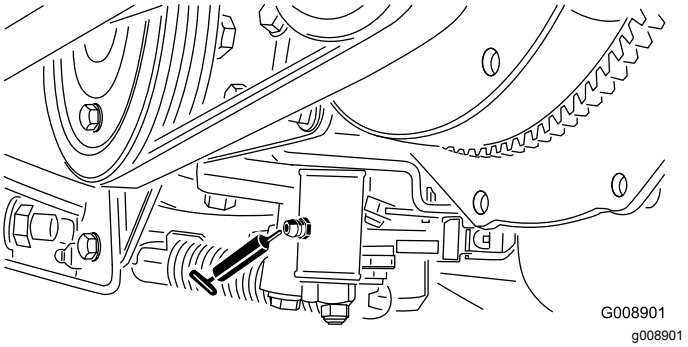

Figur 41
- Neutraljusteringsmekanism (Figur 41)